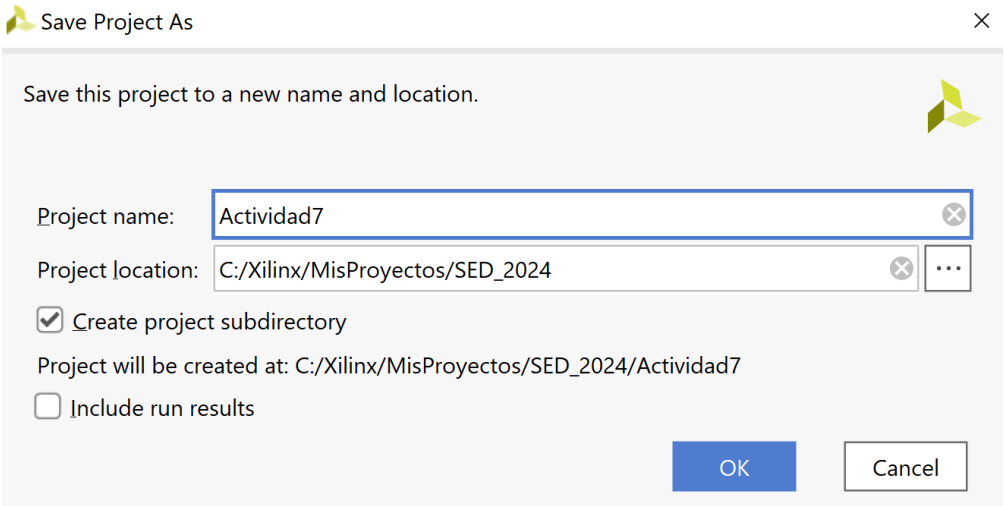

Figura 2. Captura de pantalla de *Save Project As* con *Actividad7* como nombre el nuevo proyecto.
5. En la ventana emergente, sustituir el nombre por defecto por Actividad 7 (Figura 2) y hacer clic en OK.